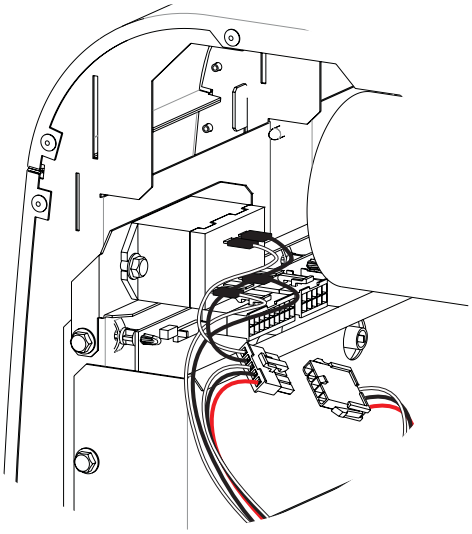

Figure 17
21. Brancher le connecteur désigné « Condensate Accessory » (accessoire de condensat) du faisceau de fils du panneau de commande de l'appareil de chauffage dans le connecteur du faisceau du relais. **Voir Figure 17.**